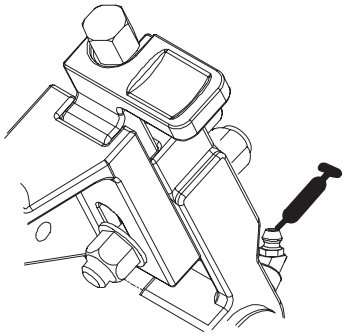

Figure 41
47. Grease each of the groomer shaft bearings (2 or 3 pumps maximum) (Fig. 41). Do not over-grease as excess grease may cause seal failure. Wipe off any excess grease.